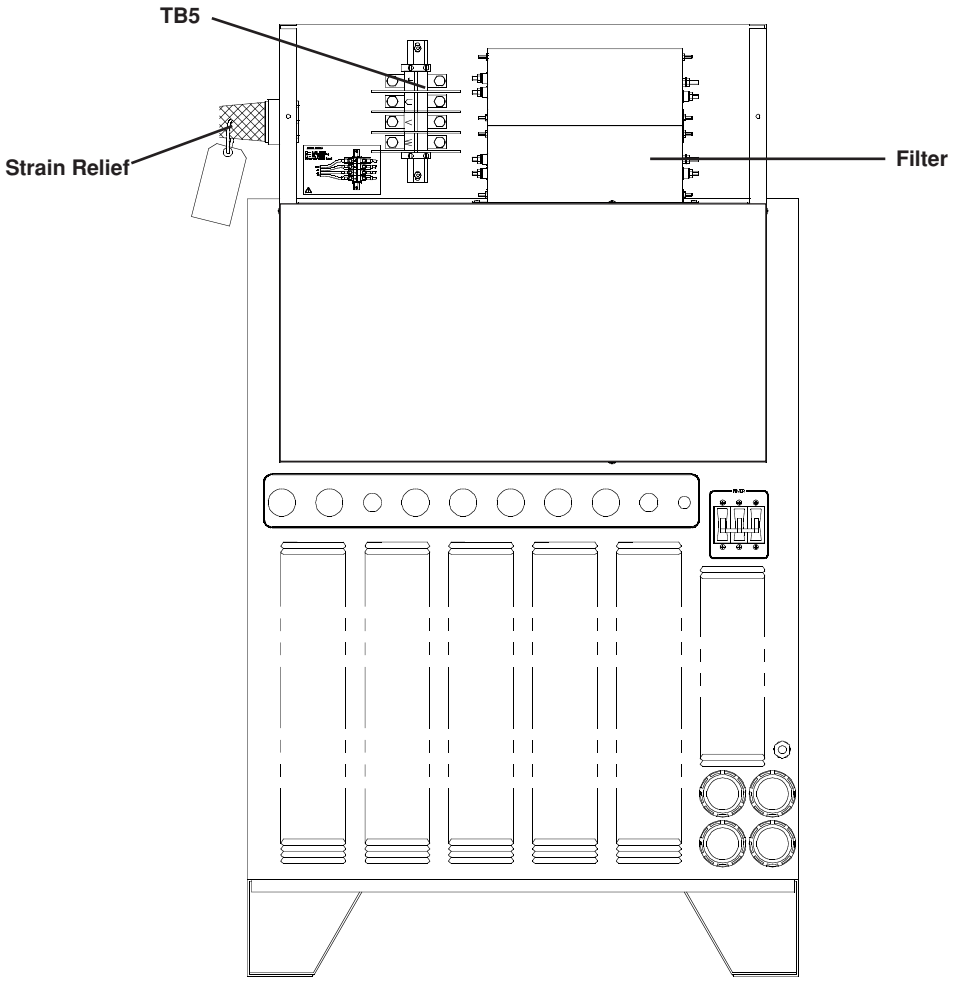

Figure c-2 HT4001 Power Supply with EMI Filter Cover Off
2. Unscrew the seven filter cover screws and remove cover to access input voltage connections at TB5 (see Figure c-2).
3. Insert the power cable through the strain relief (see Figure c-2).